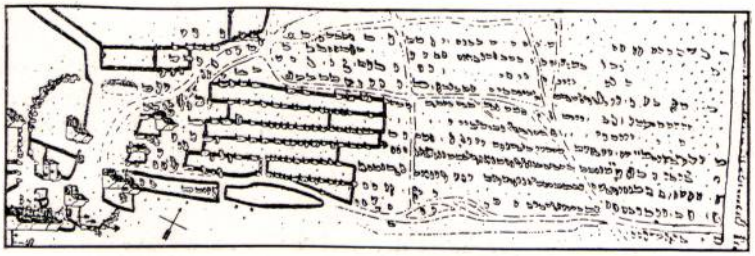

Abb. 465. Grundriß der Anlage bei Carnac.
3. Steinkreise, die um Grabhügel herumstehen, nennt man gewöhnlich Steinsetzungen. 4. Reihenförmig aufgestellte Steinsäulen heißen Steinreihen. Die großartigste Anlage dieser Art liegt bei dem Dorfe Carnac-Ménec im französischen Departement Morbihan am Atlantischen Ozean. Ehemals standen hier in 9, 11 und 13 parallelen Reihen weit über 3000 solcher Säulen, von denen noch etwa 1200 große Stücke vorhanden sind, die Gassen von etwa 1500 m Länge bilden (Abb. 464). Wie man aus dem Grundriß (Abb. 465) ersieht, waren einzelne dieser Gassen durch trocken aufgeschichtete Steine zwischen den Säulen